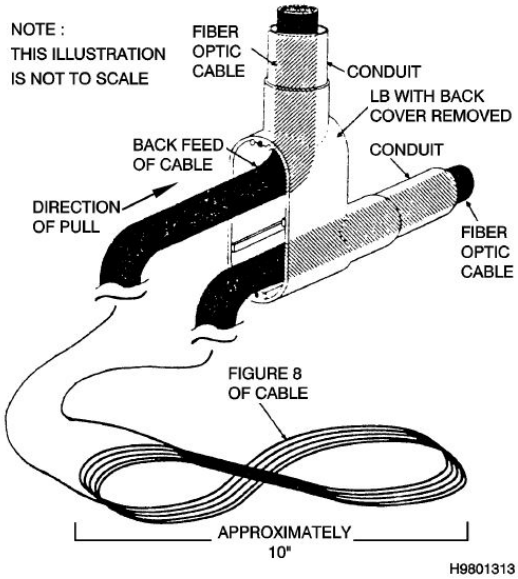

Figure 1–2. Pulling cable thru LB.
3. The use of L-bends (LB) should be avoided and used only if long-term bend radius/minimum bend radius can be maintained. Cable should never be pulled through an LB; it should however, be pulled out of the LB and then “back-fed” into the conduit system (see fig. 1–2). During this operation, the cable will be laid in a “figure-8” form on the floor or ground in close proximity to the work. Worker and pedestrian foot traffic is a significant danger to the cable. Go out of your way to protect it.